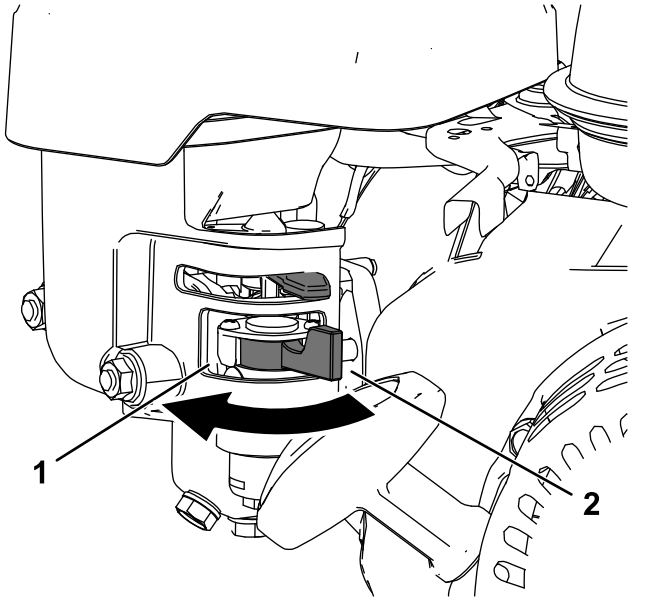

Figure 11
- Pour ouvrir le robinet d'arrivée de carburant, tournez le levier vers la poignée du lanceur (Figure 11).
- Pour fermer le robinet d'arrivée de carburant, tournez le levier dans la direction opposée à la poignée du lanceur (Figure 11).